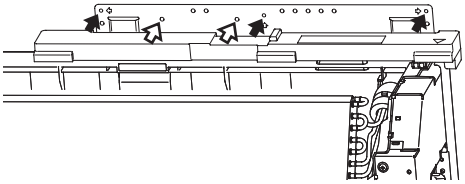

Fig. 6
4) Fixez le gabarit d'installation à l'aide de vis ③ en 3 points. (Fig. 6)